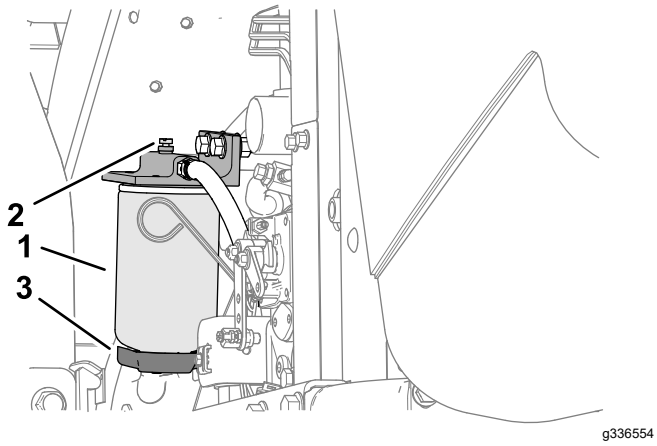

**Figur 63**
2. Løsne tappeventilen på bunnen av filterboksen (Figur 63).
1. Rengjør området der filterboksen skal festes (Figur 63).